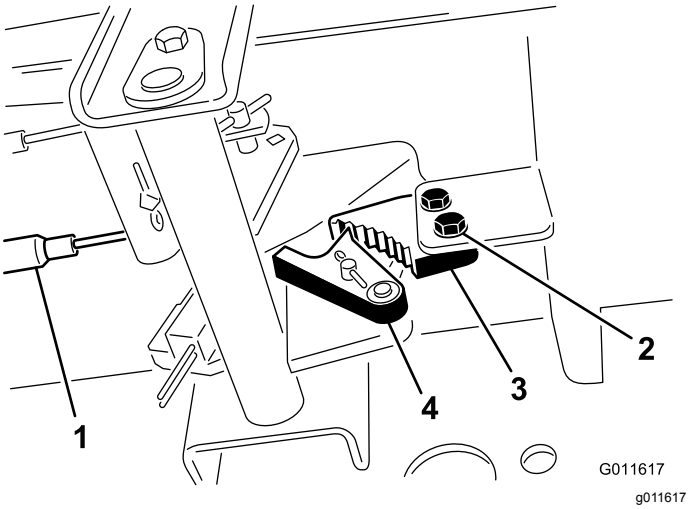

**Figur 88**
1. Løsne de to skruene som fester parkeringsbremsespaken til rammen (Figur 88).
2. Trykk parkeringsbremsepedalen fremover til bremsesperrehaken aktiveres fullstendig på bremsesperren (Figur 88).